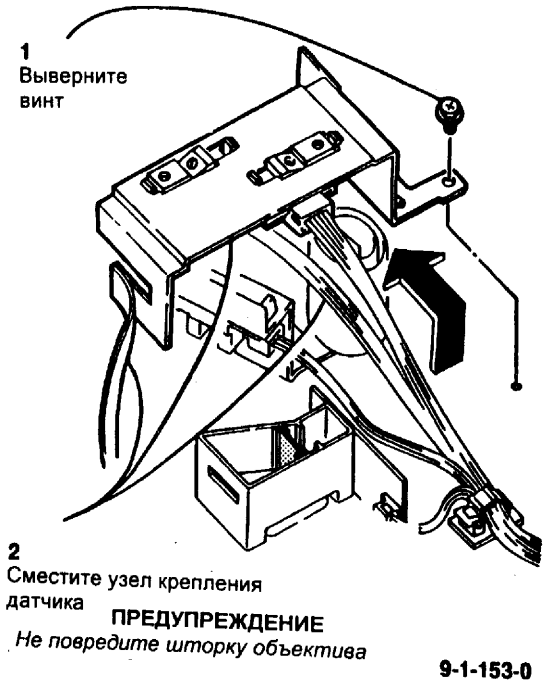

Рис. 2 Снятие узла крепления датчика размера оригинала
3. (Рис. 2) Снимите узел крепления датчика размера оригинала.